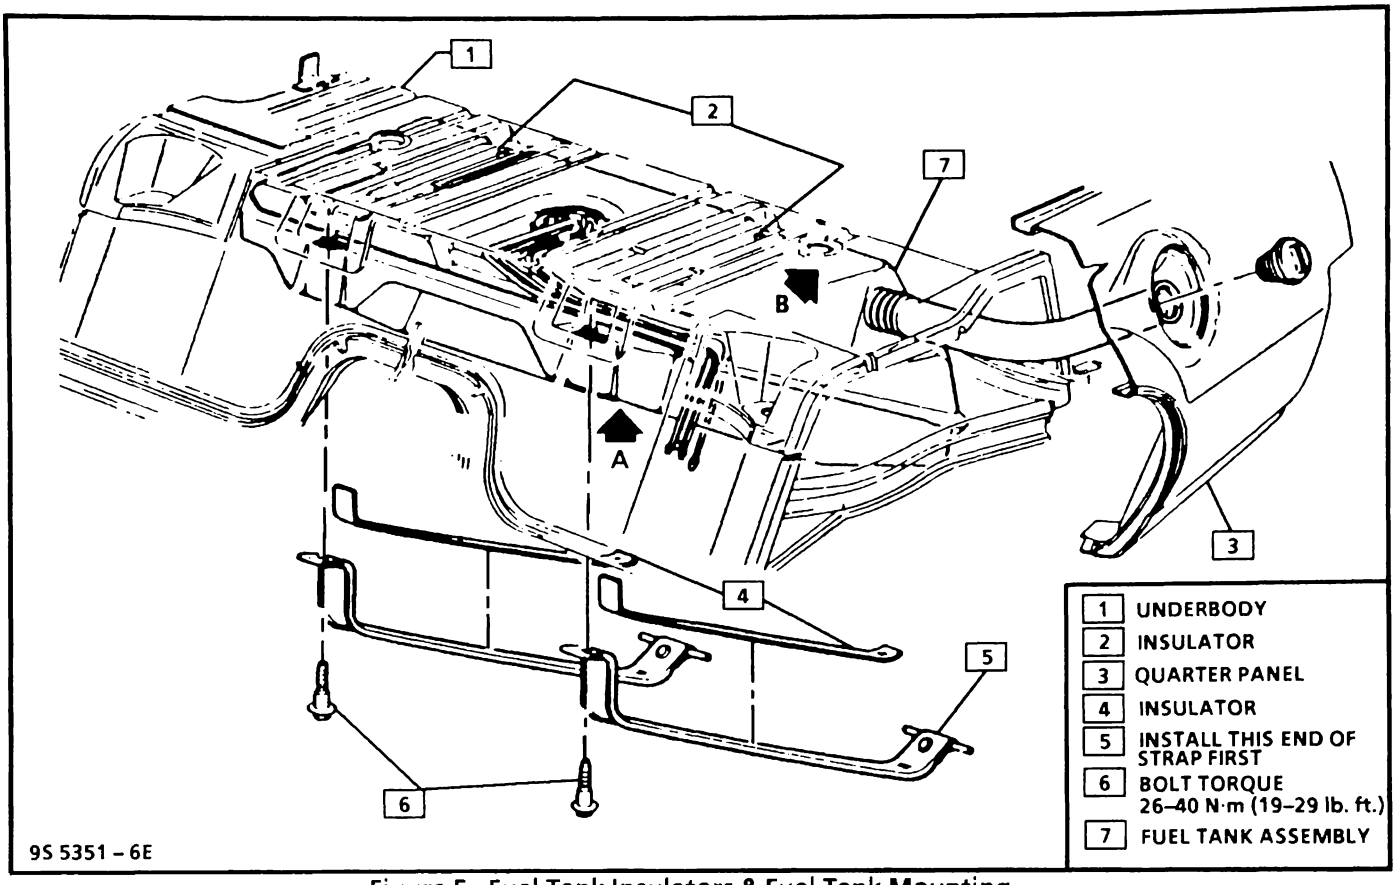

Figure 5 - Fuel Tank Insulators & Fuel Tank Mounting
FUEL TANK REPLACEMENT (Figure 5)
3. When reinstalling fuel tank, be sure to reinstall insulator pads on top of the tank to reduce rattle and other annoying noises. Peel off release paper on rear insulators and apply to tank or underbody as shown in Figure 5. Apply tape to front insulator as shown, using one 330 mm or two 130 mm pieces of tape.